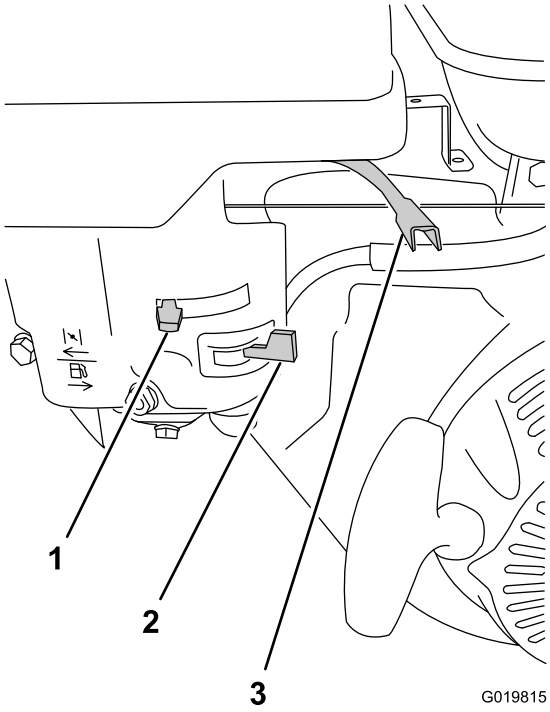

Figura 35
2. Mueva la válvula de combustible a la posición de ABIERTO, totalmente hacia la derecha (Figura 35).
3. Mueva la palanca del estárter a la posición de ACTIVADO (Figura 35).
1. Mueva la palanca del acelerador a la posición MIN (Figura 35).